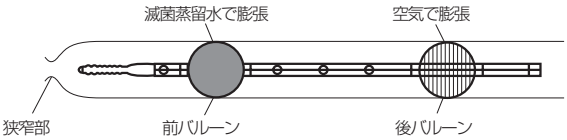

図15
19. 小腸の選択的造影方法は、後バルーンを空気にて膨張させ、イレウスチューブを腸管内に固定する（**図15**）。バルーンの注入量は42mL とする。